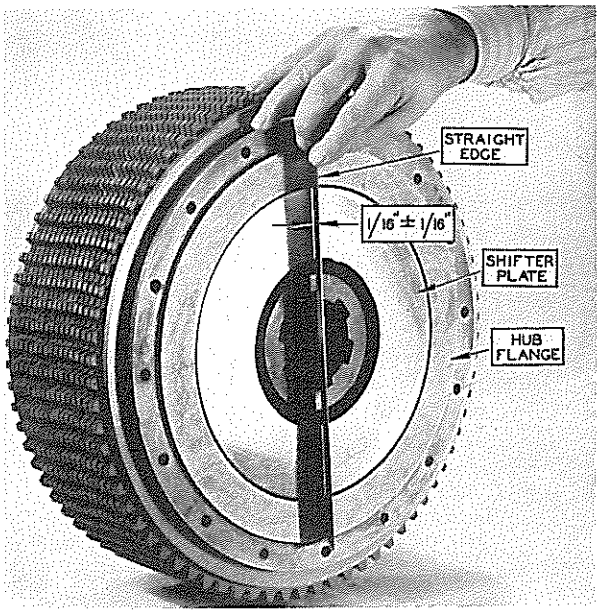

FIG. 25
14. Turn the clutch assembly over and inspect the dimensions as shown in Fig. 25. This dimension must be 1/16 + 1/16.